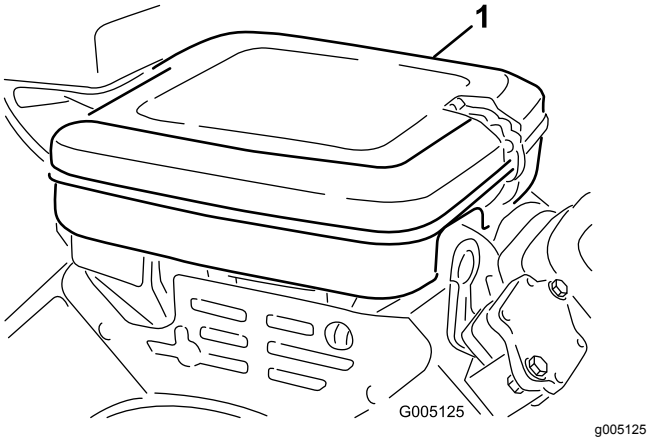

Figur 31
1. Rengör luftrenarkåpan (Figur 31).